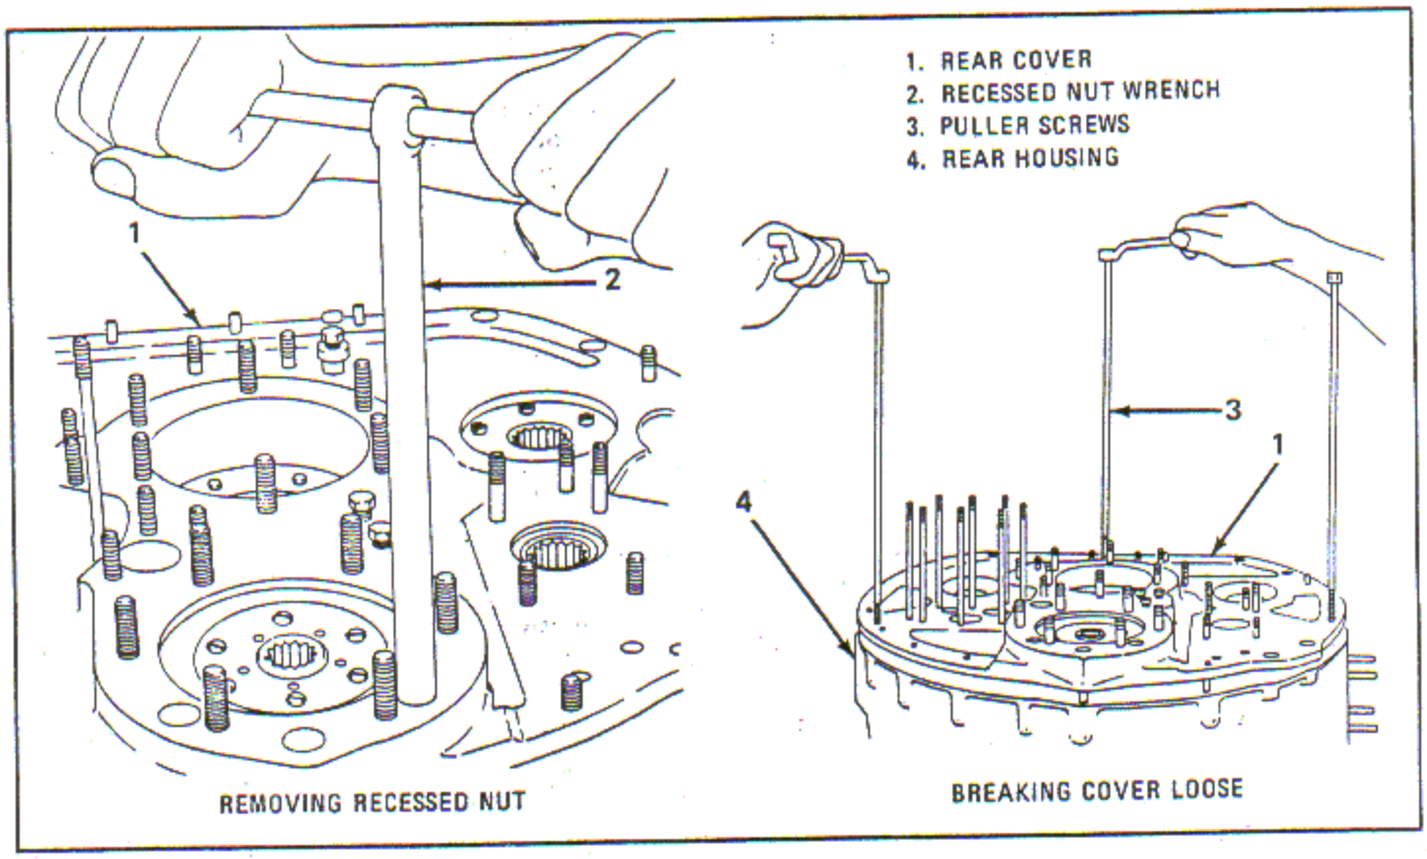

Figure 4-44. Removing Recessed Supercharger Rear Cover Attaching Nut and Breaking Rear Cover Loose from Rear Housing
c. Remove the three puller screws (3, figure 4-44) and install pullers in the rear cover (1). Apply torque to pullers and remove the rear cover.
d. Remove the drive gear assemblies from the rear supercharger housing (4).